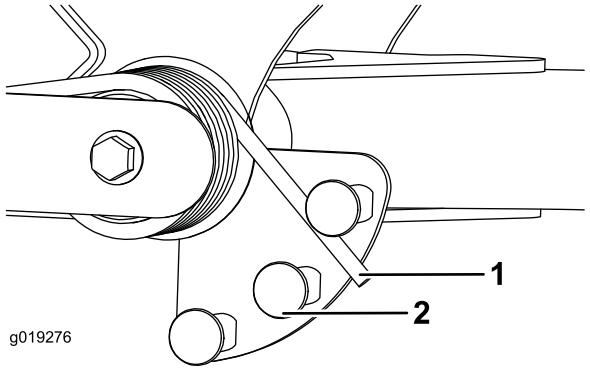

Figuur 34
2. Breng een buis of vergelijkbaar voorwerp aan over het lange veeruiteinde en draai ze rond de actuator van de veer tot de gewenste stand (Figuur 34).